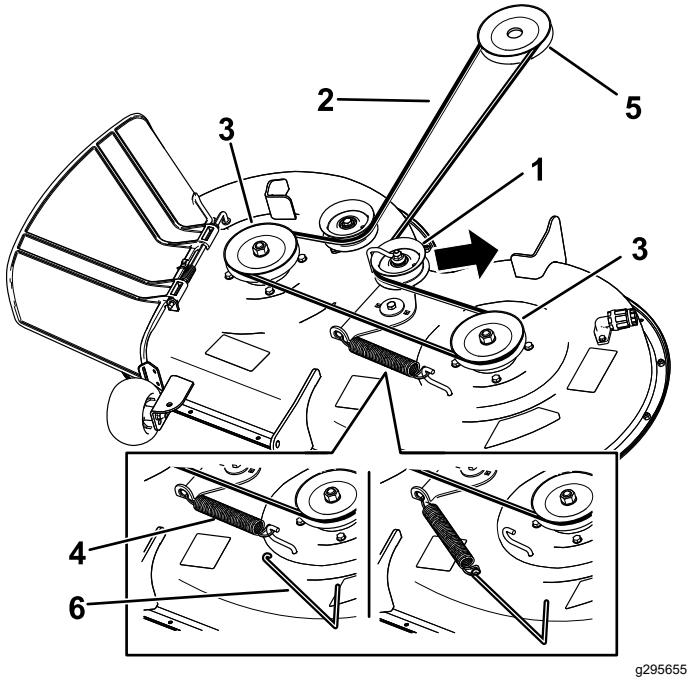

Figuur 57
7. Gebruik een veerverwijderaar (Toro onderdeelnummer 92-5771), verwijder de spanpoelieveer van de maaidekhaak om de spanning op de spanpoelie te verwijderen en rol dan de riem van de poelies (Figuur 57).
8. Leg de nieuwe riem rond de motorpoelie en de poelies van het maaidek (Figuur 57).
9. Gebruik een veerverwijderaar (Toro onderdeelnummer 92-5771) en plaats de spanpoelieveer terug op de maaidekhaak om spanning op de spanpoelie en riem te zetten (Figuur 57).